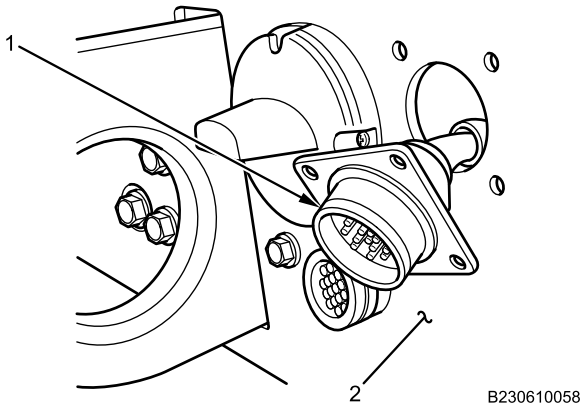

Figure 5. Front Trailer Hookup Harness.
1. Insert front trailer hookup harness (Figure 5, Item 1) through front bumper (Figure 5, Item 2).